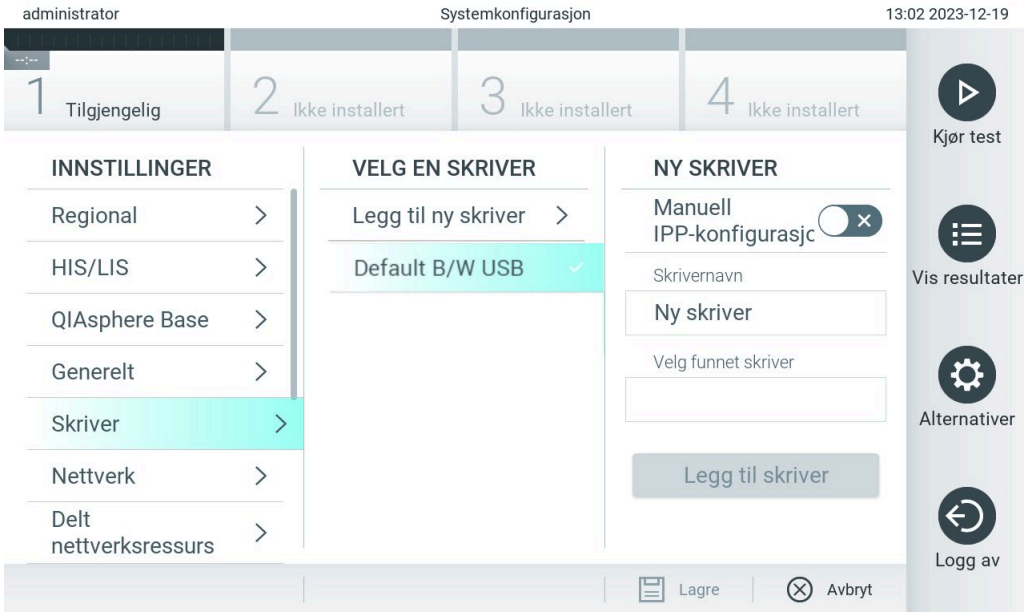

Figur 104. Skriverinstallasjon med driverinstallasjon
5. Klikk på **Add Printer** (Legg til skriver) (figur 104).
6. Klikk på **Add Printer** (Legg til skriver) (figur 104).